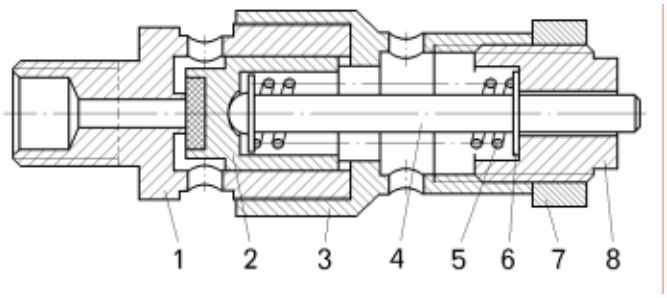

Рисунок 11.7 – Предохранительный клапан:
– отвернуть и снять гайку 7 (рисунок 11.7);
Давление открытия предохранительного клапана 5 (0,95 ± 0,15) МПа. Регулировку производить вворачиванием нажимной втулки 8 (смотри рисунок 11.7) в корпус 3.